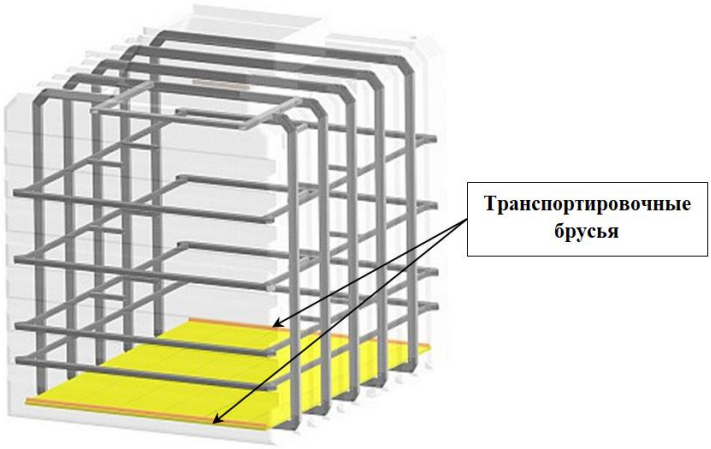

Рисунок 11
2. Внутри погреба снять транспортировочные брусья с пола (Рисунок 11).